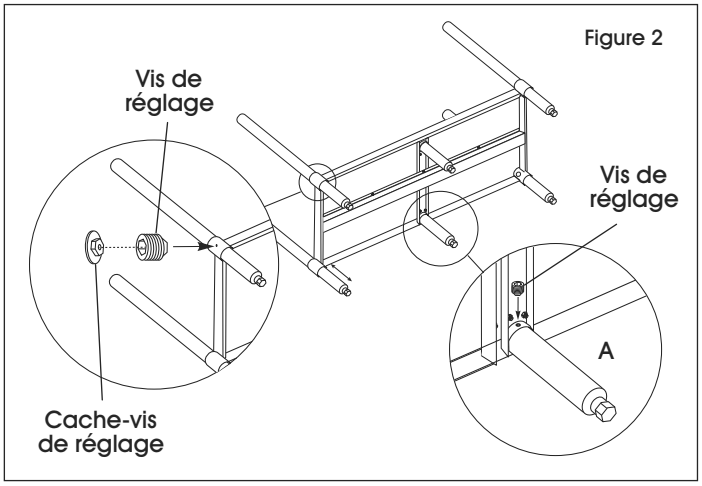

Figure 2
2. Fixez les pieds à la tablette inférieure à l'aide des vis de réglage et de la clé Allen de 5/32 po. Placez les cache-vis sur l'ouverture des vis de réglage. (Voir Figure 2)